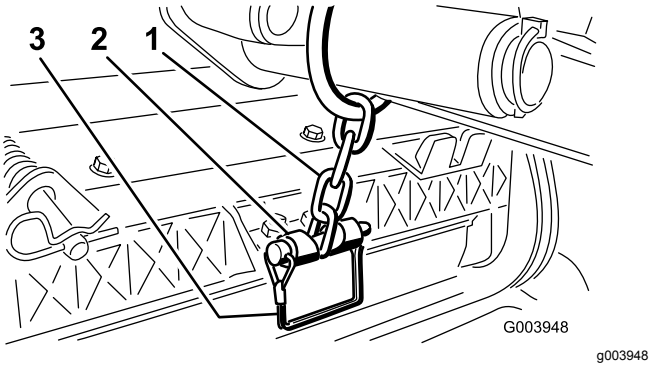

Figur 12
12. Fäst lyftarmens kedja på kedjefästet med låsstiftet (Figur 12).